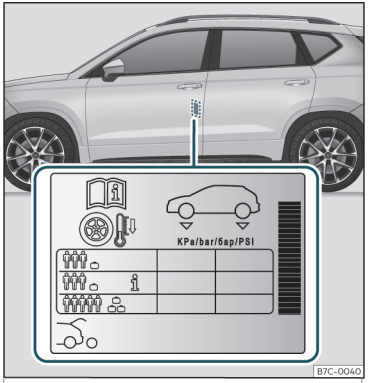

Fig. 263 Ubicación del adhesivo de la presión de inflado de los neumáticos.
- Adapte la presión de los neumáticos a la carga que lleva el vehículo ››› **fig. 263**.
Los valores de la presión de inflado se indican en la etiqueta adhesiva situada en la zona posterior del marco de la puerta delantera izquierda ››› **fig. 263**.
En función del vehículo, se puede adaptar la presión de inflado de los neumáticos a media carga para aumentar el confort de marcha (presión de inflado ℹ ››› **fig. 263**). Cuando se circula con la presión de inflado de confort, puede incrementarse ligeramente el consumo de combustible.
La presión de los neumáticos se debe adaptar a la carga actual del vehículo. Si el vehículo va a ir cargado al máximo, debe aumentar la presión de inflado al valor máximo de carga indicado en la etiqueta adhesiva ››› **fig. 263**.
En el caso de una rueda de emergencia minimizada (125/70 R18), inflar a 4,2 bar de presión según se indica en la etiqueta de presión de los neumáticos ››› **fig. 263**.
recomendada viene indicada en un adhesivo ››› fig. 263.
- **Con los neumáticos en frío, deberá mantenerse siempre la presión indicada en el adhesivo ››› fig. 263.**